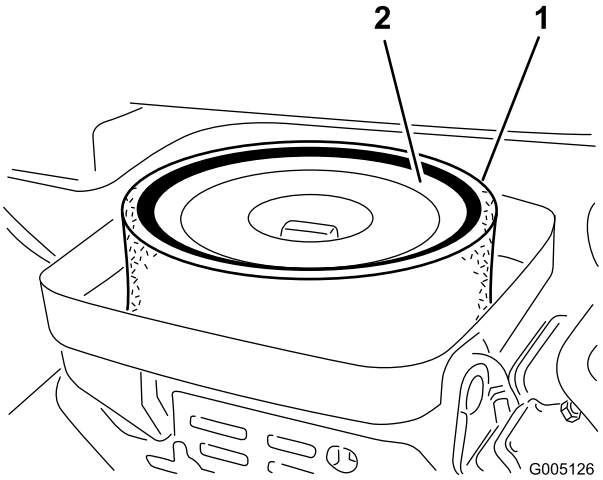

Figur 41
4. Hvis skumelementet er skittent, fjerner du det fra papirelementet (Figur 41). Rengjør den grundig, som følger: